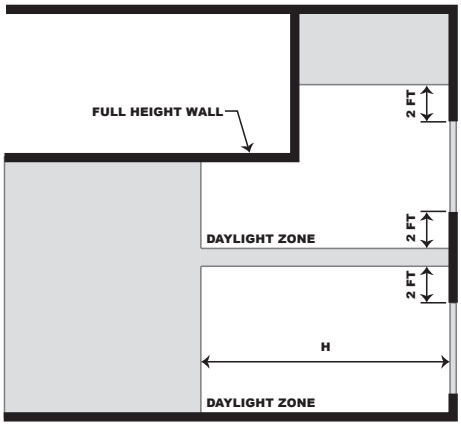

Figure 2: Plan view of daylight area calculation methodology.
- For vertical windows, daylight zones depth ends at 15 feet, or if floor to ceiling height partition is located less than 15 (H in Figure 2) feet from the window. The daylight zone width is either the width of the window plus 2 feet on each side of the window, or one-half the distance to an adjacent skylight or vertical fenestration, whichever is least.